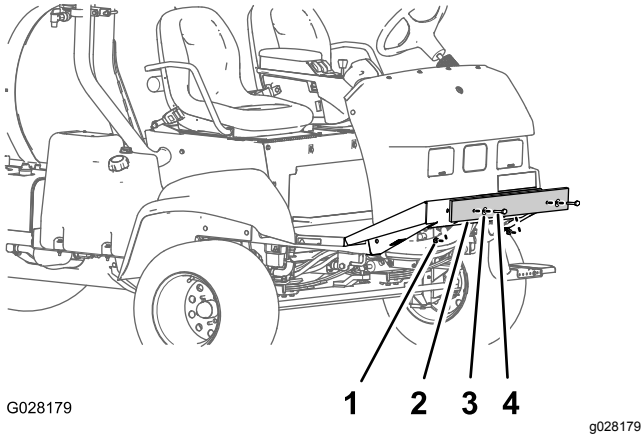

Figur 4
1. Ta bort skruvarna, brickorna och muttrarna som fäster transportstötdämparen på chassits främre plåt (Figur 4).
2. Ta bort transportstötdämparen från maskinen (Figur 4).